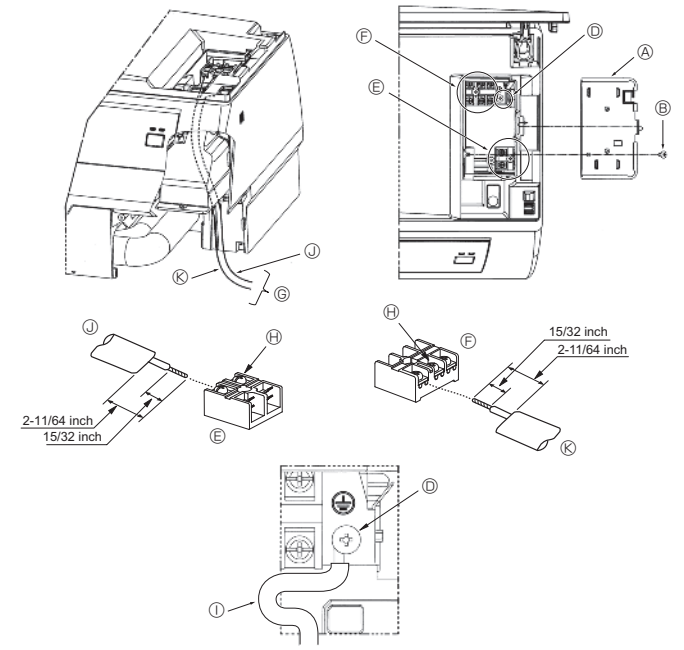

Fig. 6-1
6.1. Unidad interior (Fig. 6-1)